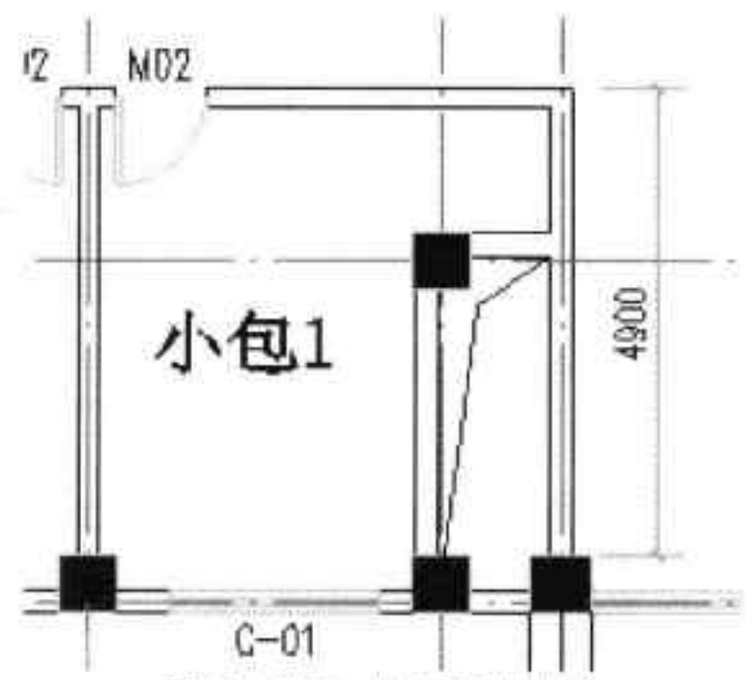

图17-119 快速标注墙体
Step22 按回车键，指定好尺寸线位置即可完成该墙体标注，结果如图 17-119 所示。